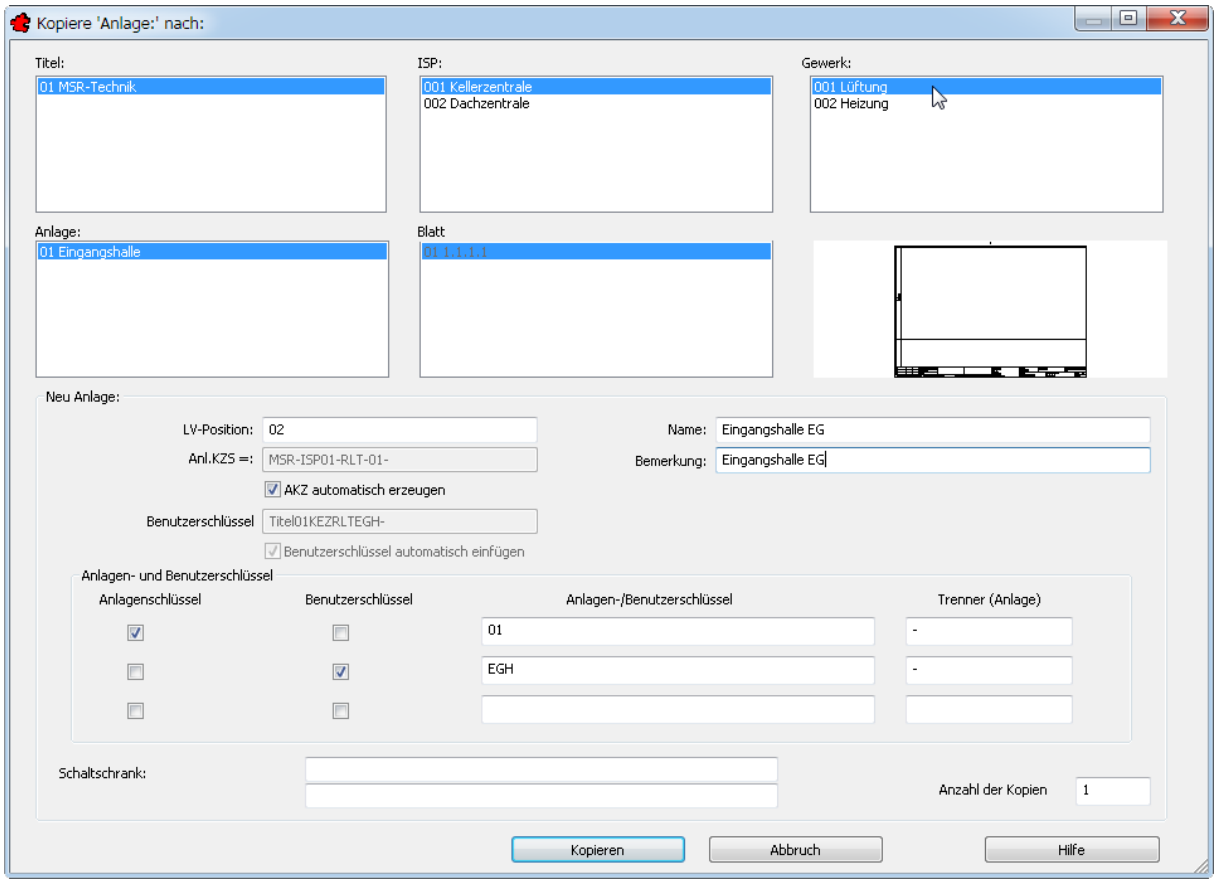

Bild 18.23 – Kopieren einer Anlage
- Klicken Sie auf die übergeordnete Ebene, das **Gewerk** *001 Lüftung,* sodass die Kopie als zweite *Anlage* dieses Gewerks erstellt wird (Abb. 18.23).